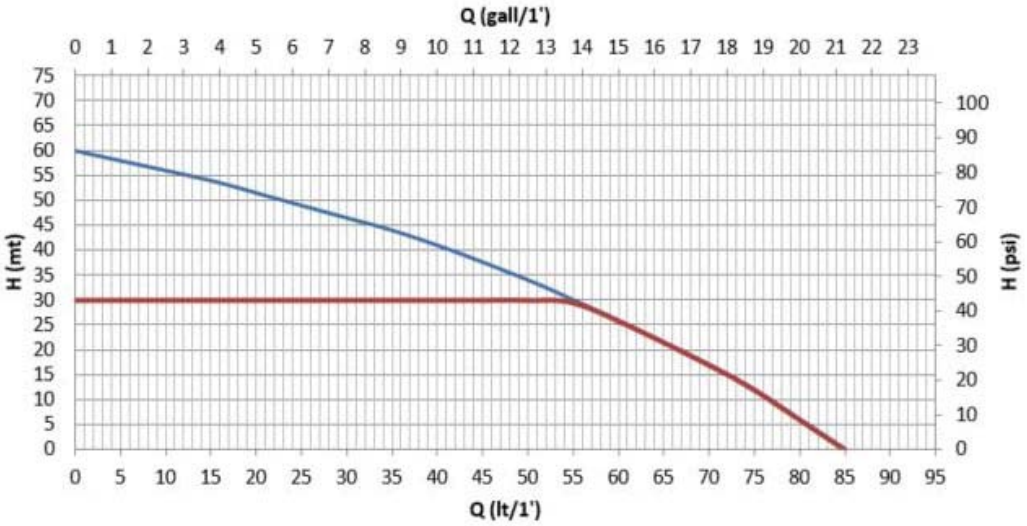

Fig. 2
Grafen i fig. 2 viser kurverne for hydraulikkapaciteten. Ved automatisk at modulere elektropumpens rotationshastighed gør inverteren det muligt for pumpen at flytte sit arbejdspunkt på baggrund af behovene i en hvilken som helst del af området under kurven for konstant at opretholde den indstillede trykværdi (SP). Den røde kurve viser virkningen i systemet, når setpoint er indstillet til 3,0 bar (43.5 psi).